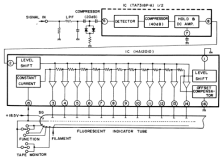

Fig. 5-10 Indicator Circuit
An outline of the FL tube drive circuit is shown in Fig. 5-10. The output-circuit signal is first passed through a low-pass filter and a compressor circuit before being applied to pin no.8 (41) of the IC (HA12010). The IC compresses the input signal by of the non-linearity of the rising portion of the diode's Vd – Id characteristics to contract the signal dynamic range by 20dB. The IC contains a detector circuit, compressor (40dB), and peak hold circuit for both left and right channels. The dynamic range of the signal is thus contracted by 60dB to obtain a "peak hold" DC voltage.